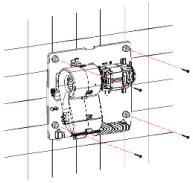

Bild Nr. 7
3. Darauf achten, dass die 4 Puffer der Grundplatte richtig positioniert sind. Mittels der 4 beiliegenden Schrauben die Grundplatte an die Wand schrauben, so dass diese fest anliegt (siehe Bild Nr. 7).